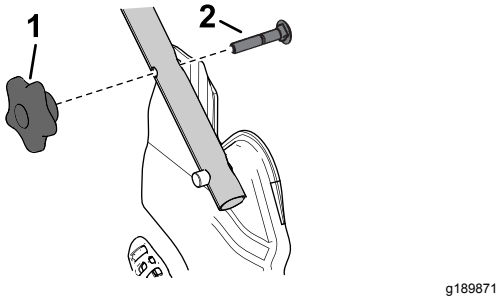

Figura 6
4. Inserite il bullone a testa tonda (con la testa del bullone rivolta verso l'interno) attraverso il foro quadrato superiore o inferiore nella staffa della stegola e il foro superiore nell'estremità della stegola (Figura 6).